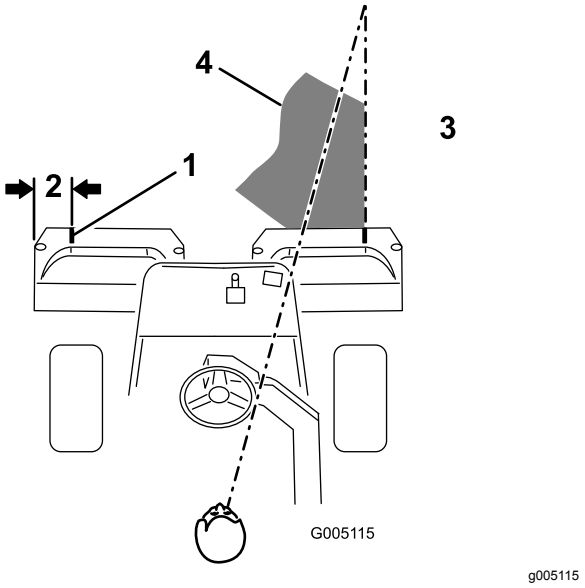
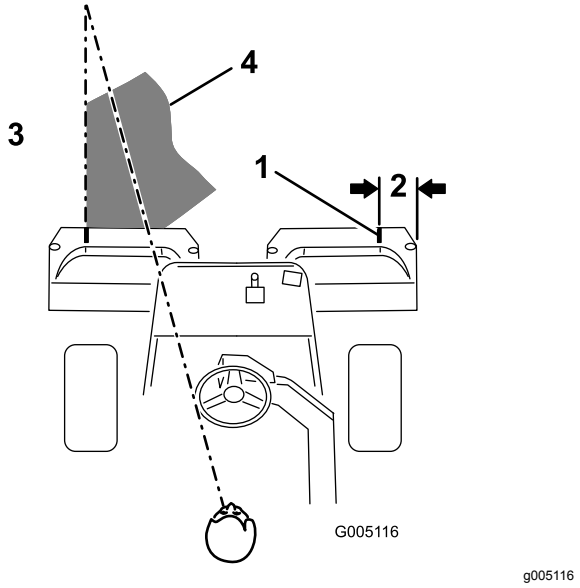

Figuur 29
Figuur 30
2. Bevestig een strook witte tape of zet een streep op elke mand, die evenwijdig loopt aan de buitenrand van elke mand Figuur 29)
Opmerking: Om ervoor te zorgen dat u het gazon in een rechte lijn maait en de machine op een gelijke afstand van de rand van de vorige maaibaan blijft, moet u uitgaan van een denkbeeldige zichtlijn, ongeveer 1,8 tot 3 m vóór de machine tot de rand van het ongemaaide deel van de green (Figuur 29 en Figuur 30). Sommige bestuurders vinden het handig de buitenrand van het stuurwiel deel te laten uitmaken van de zichtlijn; d.w.z. de rand van het stuurwiel in een rechte lijn te houden ten opzichte van een punt dat altijd op dezelfde afstand van de voorkant van de machine blijft.